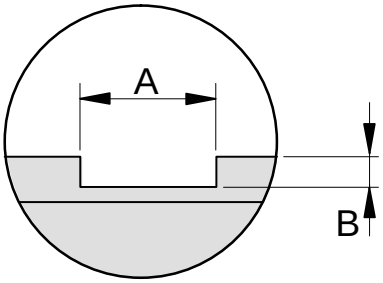

Fig. 1
a) Cut a mark in the IS strip and the web, see fig. 1.
c) If not, set the twisted strip guard (1), see page MM 831–5X.